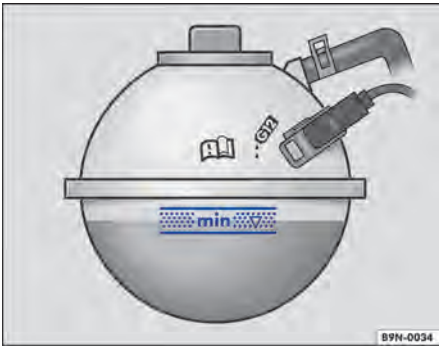

Fig. 136 No compartimento do motor: marcação no reservatório de expansão do líquido de arrefecimento do motor.
- Com o motor frio, verificar o nível do líquido de arrefecimento do motor pela marcação lateral do reservatório de expansão do líquido de arrefecimento do motor ⇒ Fig. 136.
- O nível do líquido de arrefecimento do motor deve permanecer dentro da marcação do reservatório de expansão do líquido de arrefecimento do motor ⇒ Fig. 136. **Não completar acima da borda superior da área demarcada** ⇒ ⓘ!
- **Completar com líquido de arrefecimento do motor somente até a borda superior da área demarcada ⇒ Fig. 136. Caso contrário, ao aquecer-se, o líquido excedente será expulso do sistema de arrefecimento do motor e poderá ocasionar danos.**